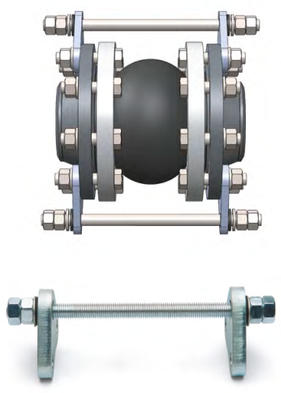

рис. 2
- стержни ограничивают компенсатор от чрезмерного растяжения – гайки и шайбы устанавливаются с наружной стороны кронштейна (рис. 2);